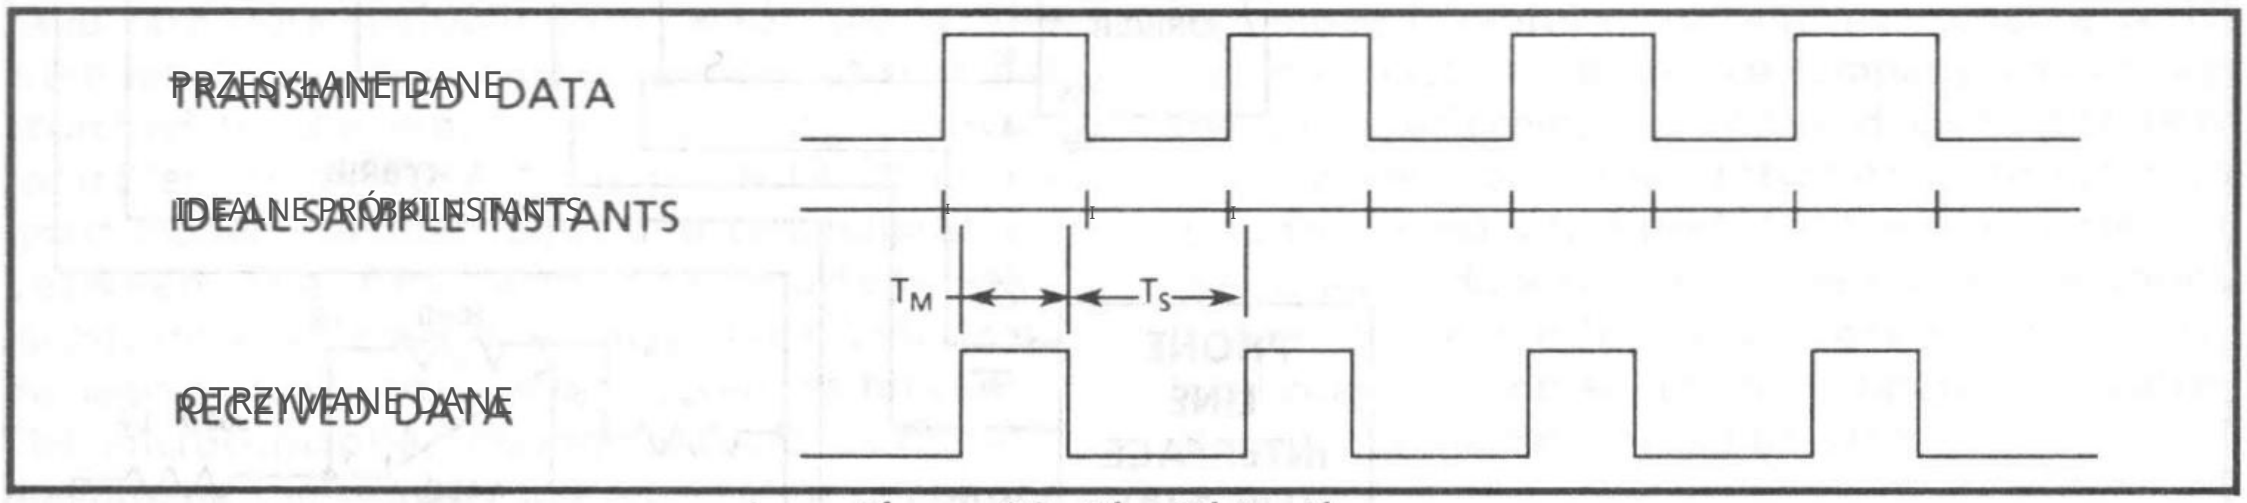

Rysunek 20 - Dystorsja polaryzacji
Zniekształcenie polaryzacji jest miarą tego, czy Mark (1) czy Space (0) jest łatwiej demodulowany. Dodatnie obciążenie odnosi się do odchylenia w kierunku marko, a ujemne obciążenie odnosi się do odchylenia w przestrzeni. Posługując się idealną chwilą próbkowania w transmisji asynchronicznej z rzeczywistą chwilą przejścia, można zmierzyć różnicę między okresami Mark i Space. Zobacz rysunek 20.